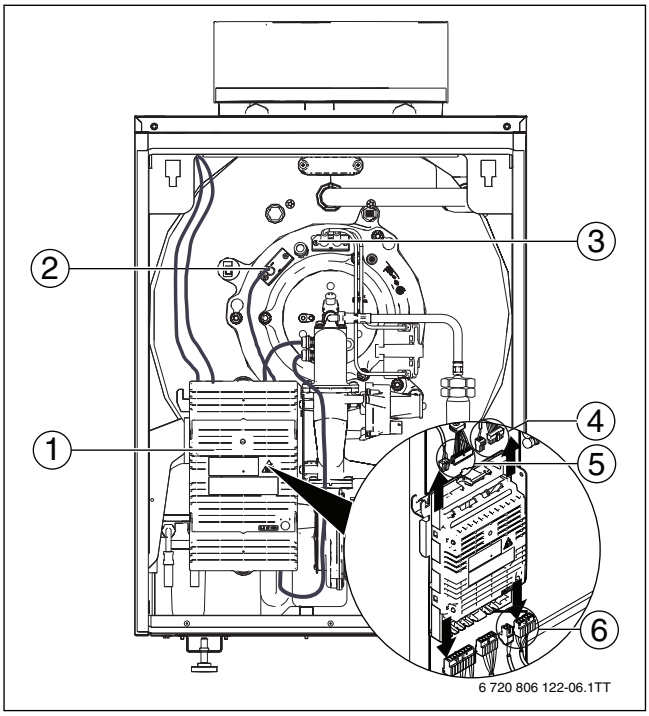

Bild 63 Steckverbindungen lösen
- Obere Klappe am Feuerungsautomaten (→ Bild 63, [1], Seite 41) öffnen.
- Steckverbindungen (→ Bild 63, [4], Seite 41) lösen.
- Stecker der Überwachungs- und Zündelektroden (→ Bild 63, [2], [3], Seite 41) lösen.